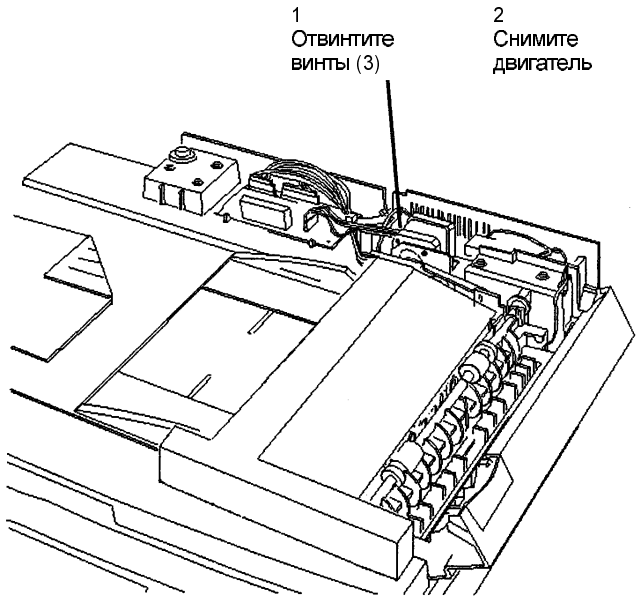

Рис. 1. Демонтаж двигателя привода SDF
3. Снимите двигатель привода податчика SDF (Рис. 1).